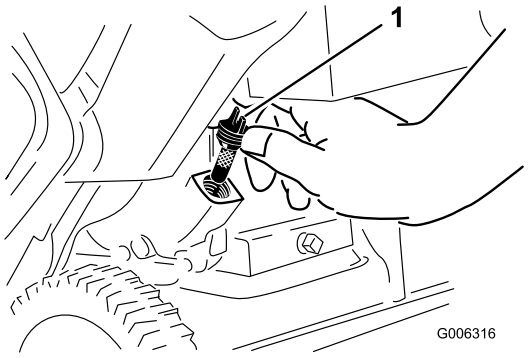

图30
6. 清洁加油盖附近的区域 (图30)。
7. 拧松并取出加油盖 (图30)。